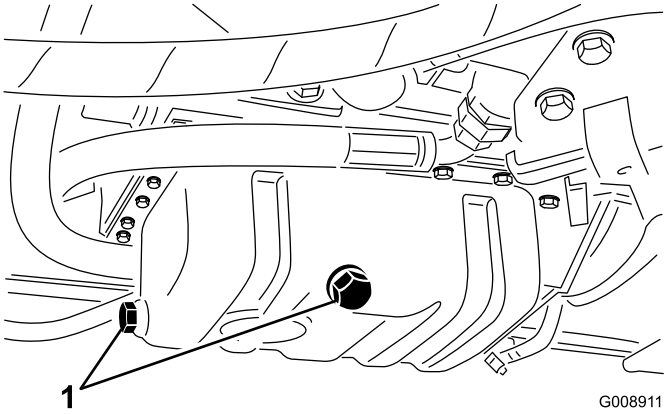

Figuur 61
1. Verwijder één van de aftappluggen (Figuur 61) en laat de olie in een opvangbak lopen. Als er geen olie meer uit stroomt, plaatst u de aftapplug terug.